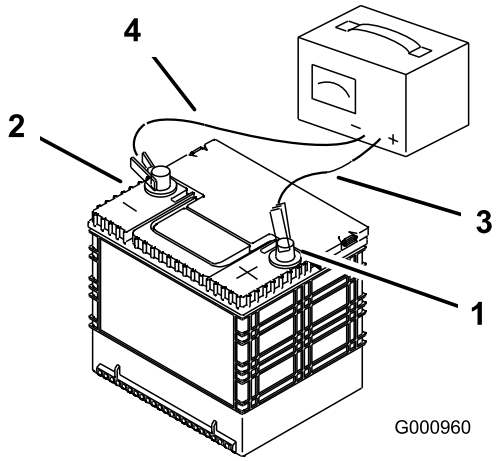

Figuur 50
2. Zodra de accu volledig is opgeladen, haalt u de acculader uit het stopcontact en maakt u vervolgens de oplaadkabels los van de accuklemmen (Figuur 50).